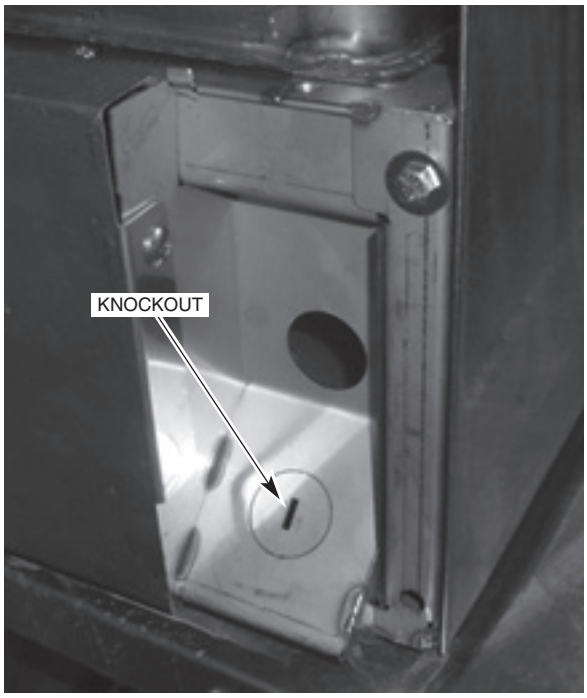

Fig. 3
3. A hole for 1” trade size conduit is supplied at the lower right in the back of the machine (Fig. 3). If necessary due to space requirements, remove the knockout and use a 45° fitting.